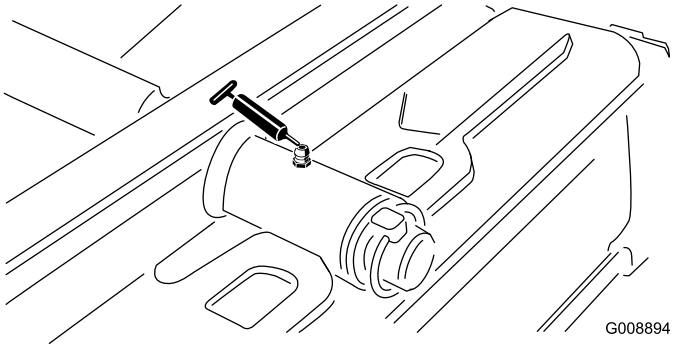

Figur 30
- Bakre klippenhetstapp (Figur 30)